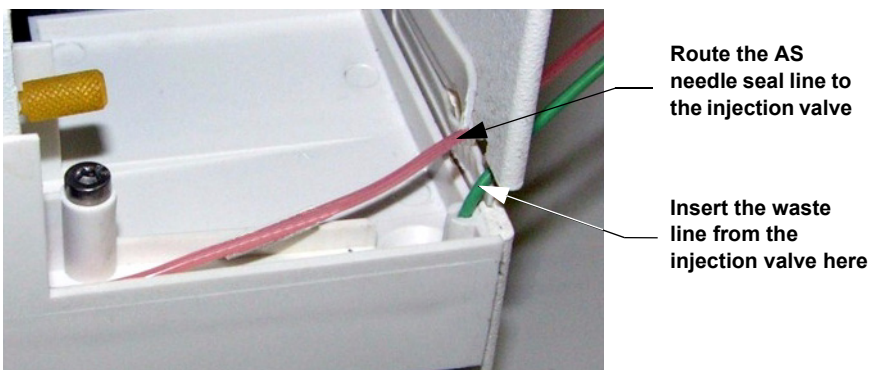

Figure B-23. AS Drip Tray
2. The needle seal line that extends from the inject port in the autosampler is coiled inside the AS door, on the right side. Route this line through the side slot on the AS (see Figure B-23) and then through the side slot on the chromatography system module to the injection valve.
9. Push the bent end of the line into the small round opening on the right side of the AS tray (see Figure B-23).
4. Route the green waste lines connected to port W (6) on each injection valve through the side slots to the AS drip tray. Insert one line into the small round opening in the tray (see Figure B-23). Insert the other line about 12 mm (1/2 in) into the large drain opening in the tray.
4. Route the green waste lines connected to port W (6) on each injection valve through the side slots to the AS drip tray. Insert one line into the small round opening in the tray (see Figure B-23). Insert the other line about 12-mm (1/2-in) into the large drain opening in the tray.
12. Push the bent end of the line into the small round opening on the right side of the AS tray (see Figure B-23).